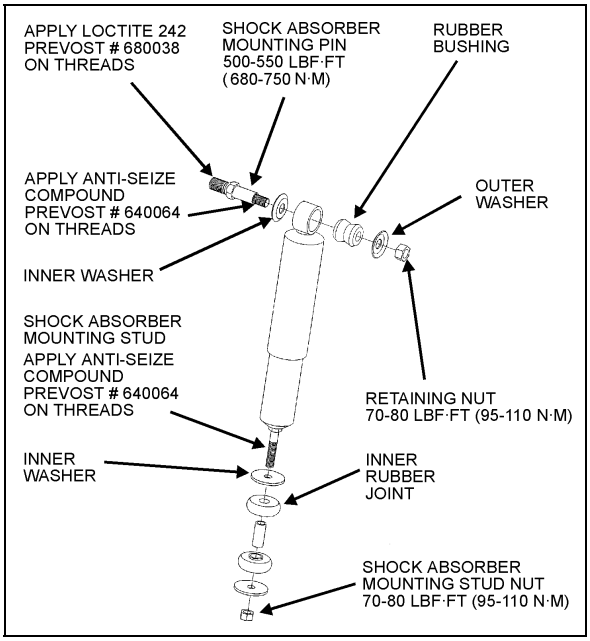

FIGURE 20: SHOCK ABSORBER 16054
2. Remove the nut and washer from shock absorber mounting pin (upper side), taking care to identify the inner and outer washers to ease reinstallation. Refer to figure 20 for details.
3. Place the inner washer on shock absorber pin (Fig. 20).